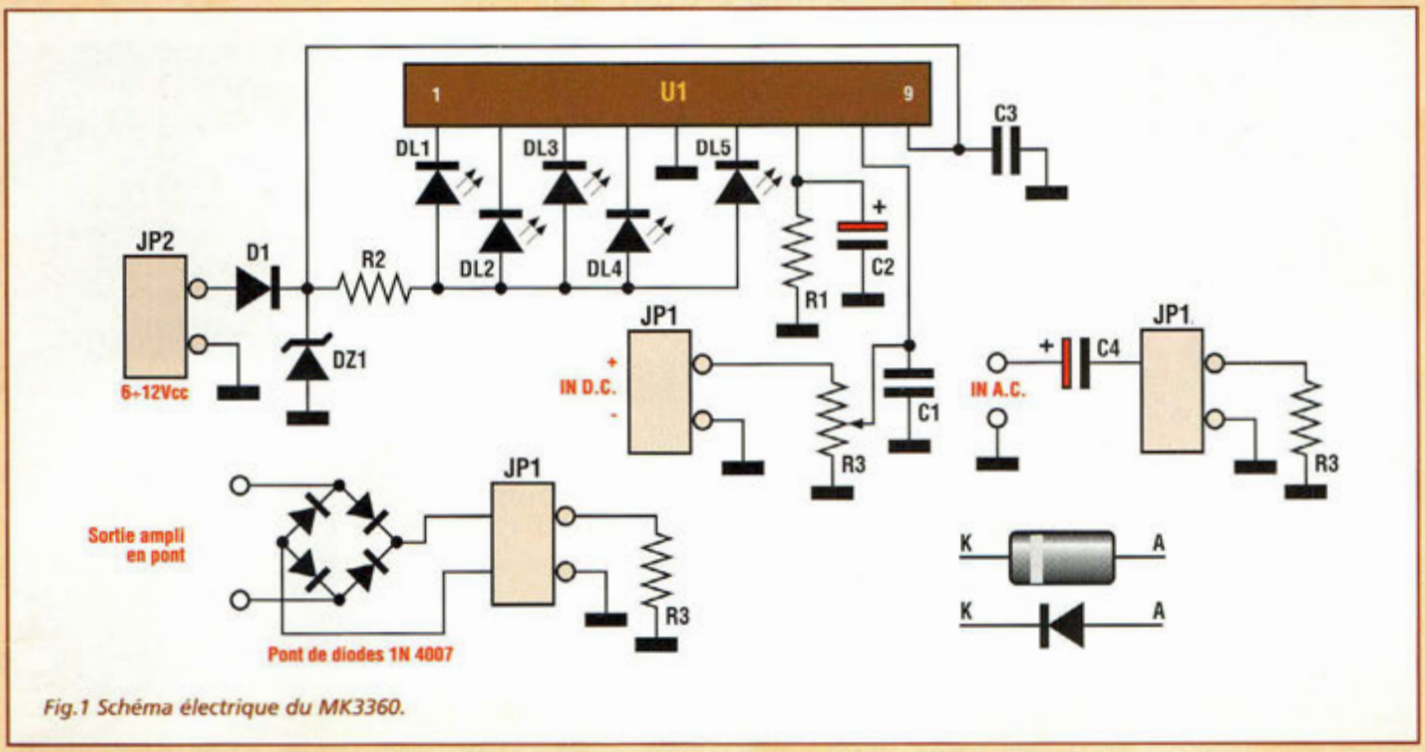

Fig.1 Schéma électrique du MK3360.
Le schéma électrique du MK3360 est reproduit en fig.1. Basé sur le circuit intégré U1, le montage ne réclame que quelques composants externes.
Pour adapter le circuit aux deux types de mesure, continue ou alternative, il convient d'insérer ou non le condensateur C4 en série à l'entrée du montage comme le met en évidence la fig.1.
N.B. Lorsque l'entrée alternative est utilisée, monter C4. Le raccordement à un ampli en pont nécessite l'adjonction d'un pont de diodes (voir fig.1).
Pour monitorer un appareil disposant d'une sortie en pont, réaliser nécessairement le circuit de redressement illustré en fig.1. La présence d'un simple pont de diodes évite d'endommager l'étage de sortie.
Diodes 1N4007 (voir fig.1)